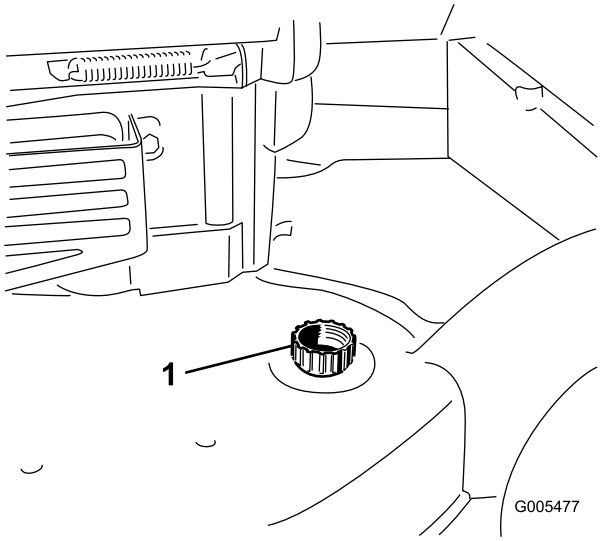

Figur 39
3. Fastgør en haveslange, der er sluttet til vandforsyningen, til gevindporten på maskinens hus (Figur 39).